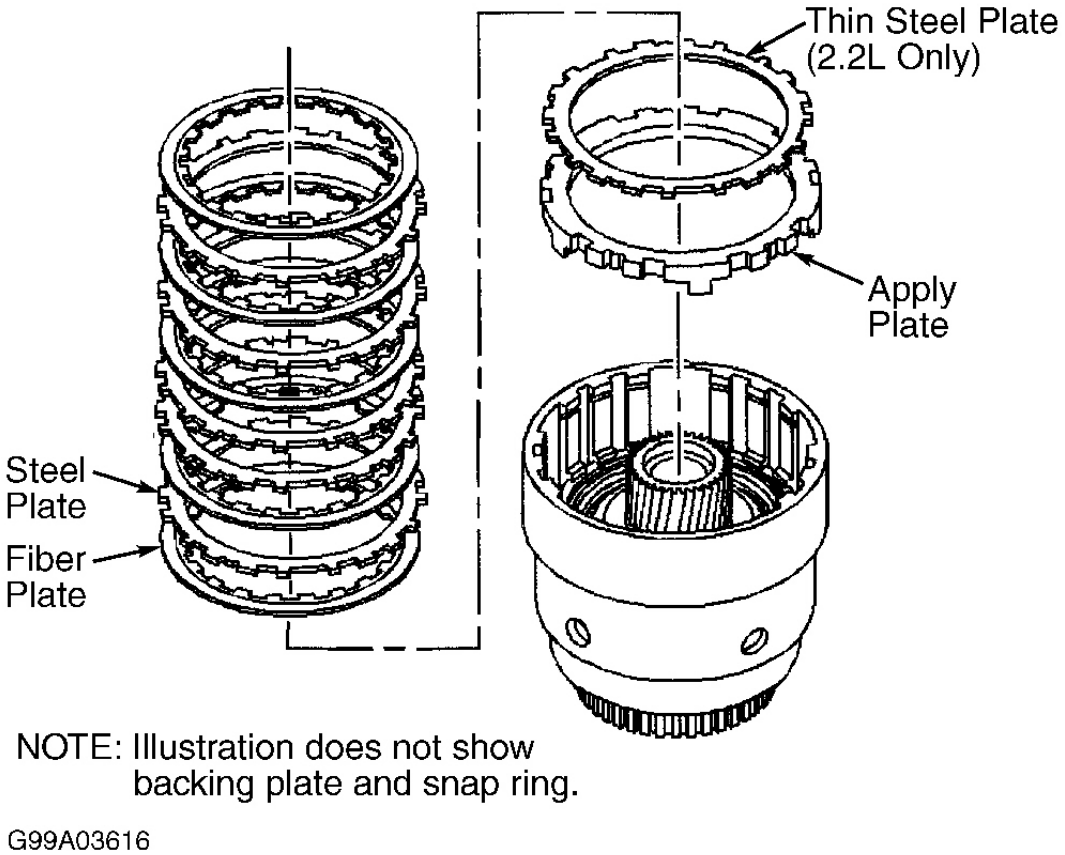
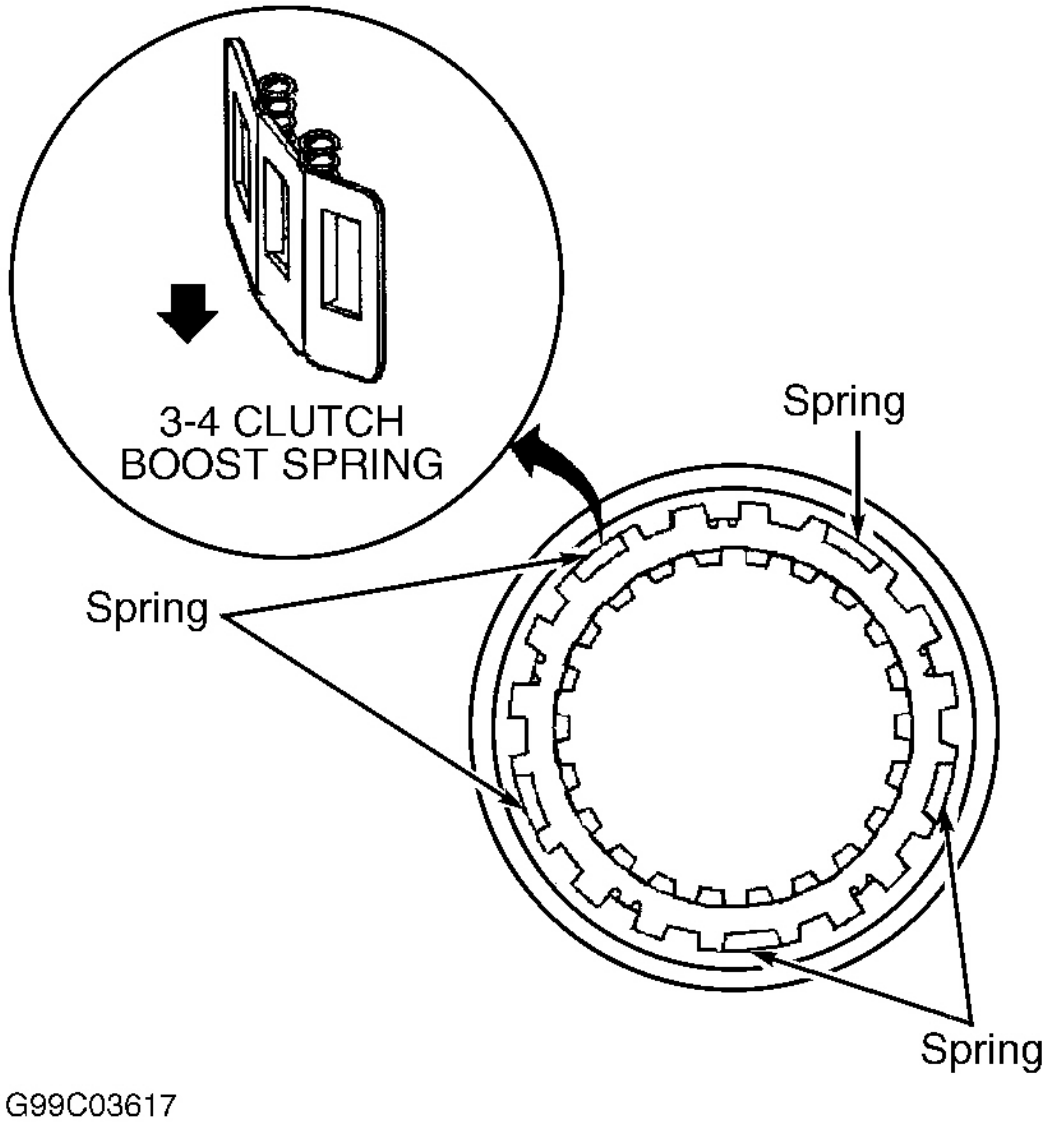
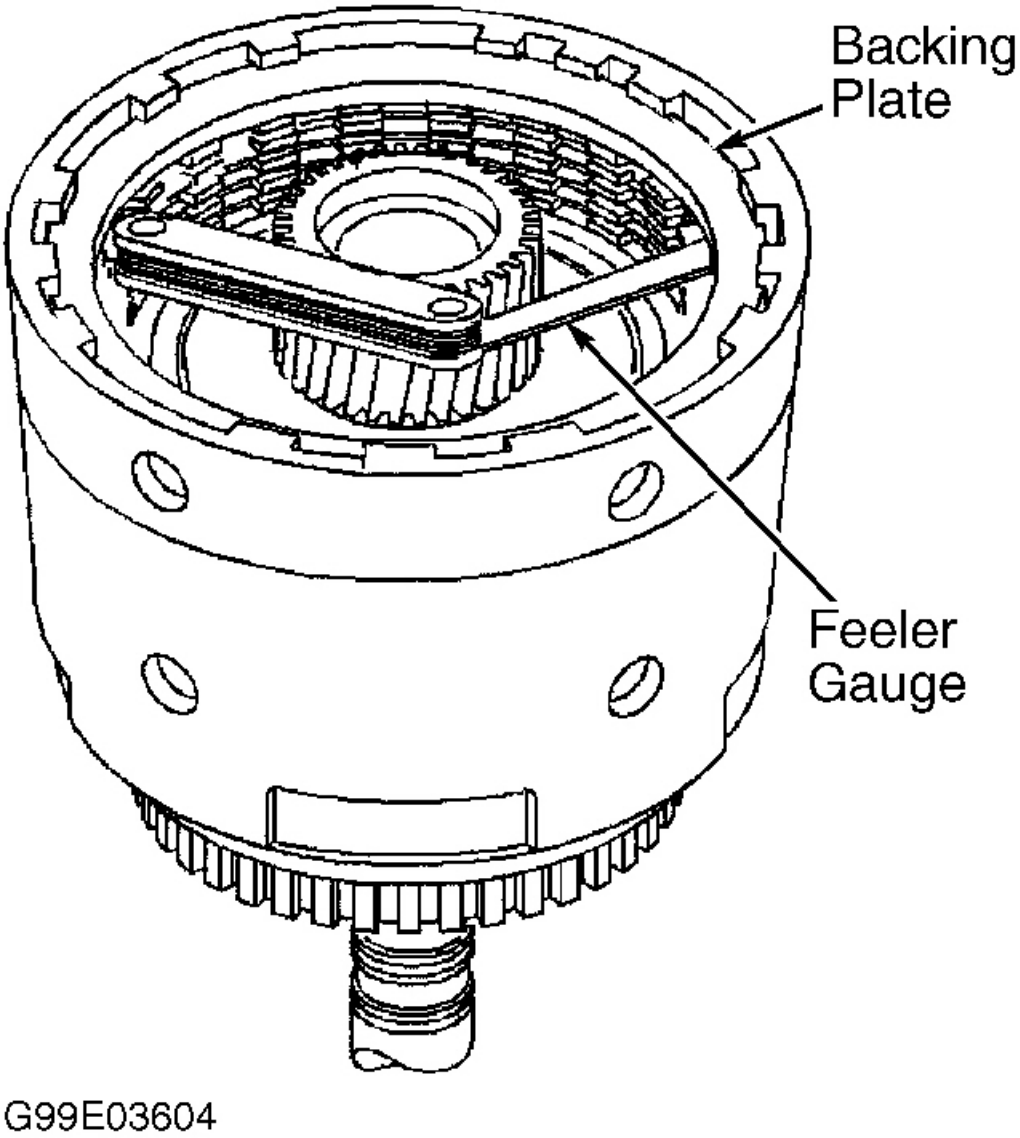

Fig. 46: Installing 3-4 Clutch Assembly Components
Fig. 47: Locating 3-4 Clutch Booster Springs
Fig. 48: Measuring 3-4 Clutch Pack Clearance
10. Install apply plate and 3-4 clutch plates. See **Fig. 46** . Install 3-4 clutch booster spring assemblies. See **Fig. 47** . Install backing plate with chamfered side upward. Install retaining snap ring. Using feeler gauge, measure clearance between backing plate and first composition plate. See **Fig. 48** . Clearance should be .035-.083" (.89-2.11 mm).